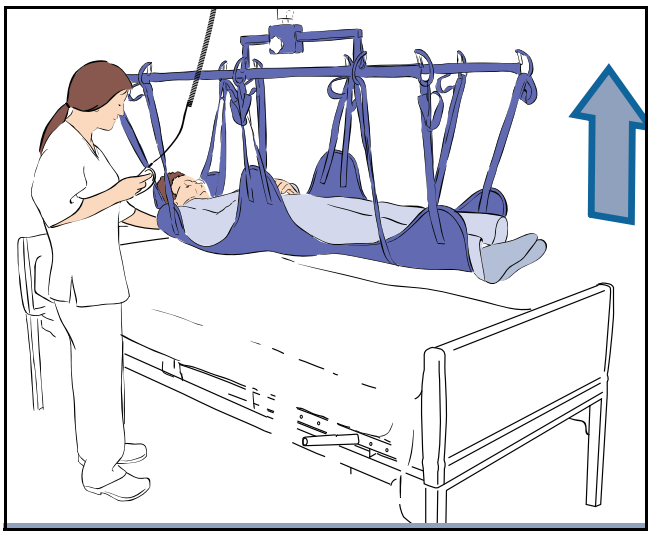

Fig. 14
8) Løft og flyt plejemodtageren væk fra sengen (se Fig. 14).